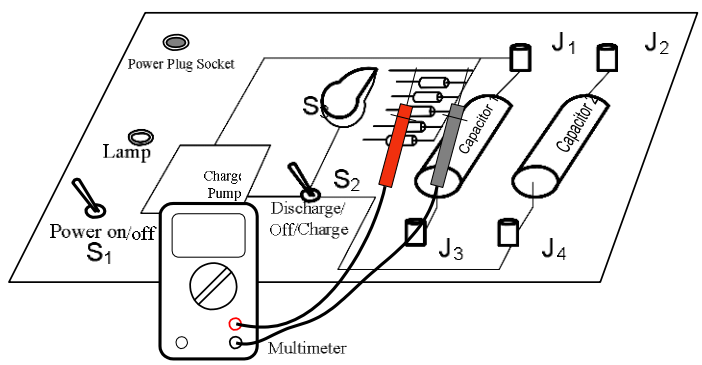

Figure 5
9) Turn the multimeter to resistance mode, and then measure the resistance of R_1 as shown in Figure 5 record below.